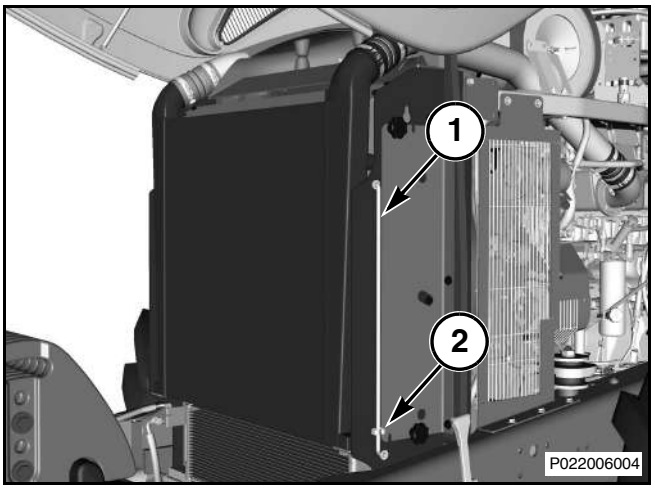

Рис. 18
Рис. 18: Стойка капота (1) - Показана в положении хранения; обеспечивает дополнительную поддержку капота в открытом положении. Скоба стойки капота (2) - Удерживает стойку на месте, когда она не используется.